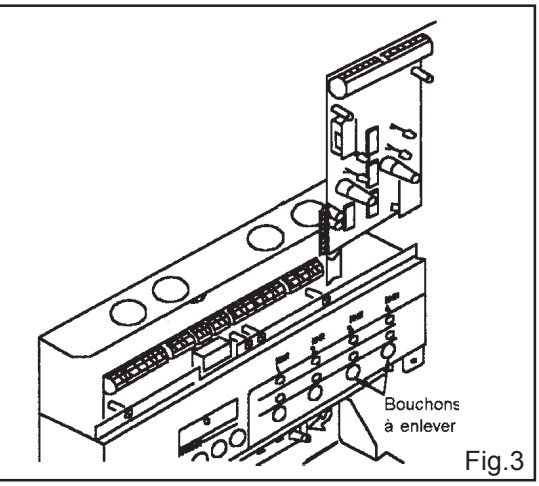

Fig.3
- Mettre en place la carte supplémentaire et la fixer par les 2 vis (fig.3).